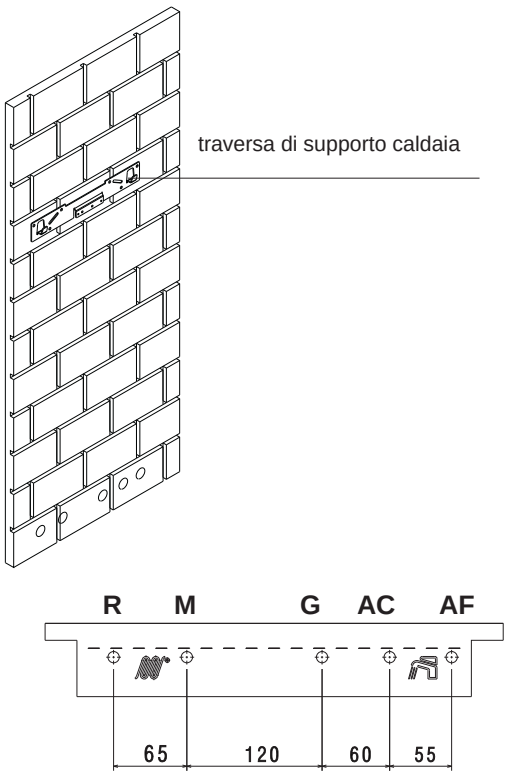

fig. 3.4
- tracciare i fori superiori per il fissaggio della traversa in metallo (fig. 3.4)